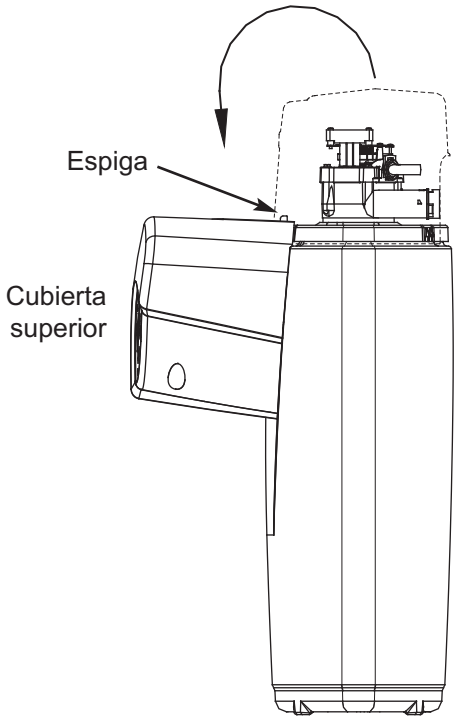

FIG. 9
3. Cuelgue la cubierta de la espiga del frente del reborde, como se ilustra en la Fig. 9. Evite que la cubierta cuelgue de los cables.